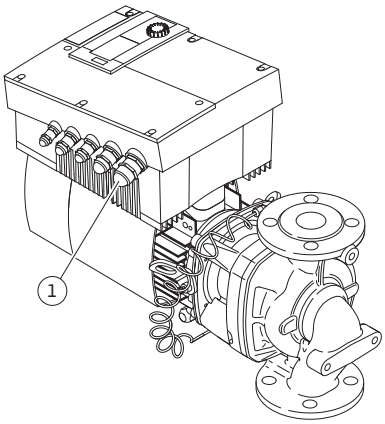

*Fig. 28: Prensaestopas M25*
- Se ha de guiar el cable de alimentación eléctrica a través del prensaestopas M25 (Fig. 28, pos. 1).